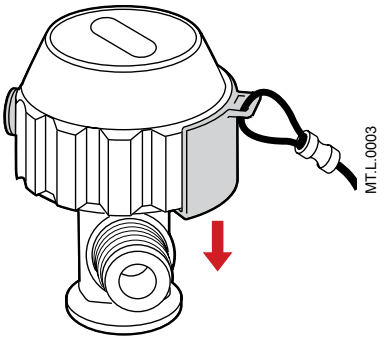

Figure 3-19 Removing lock from INOmeter
2. Push the lock down to remove it from the INOmeter (Figure 3-19).